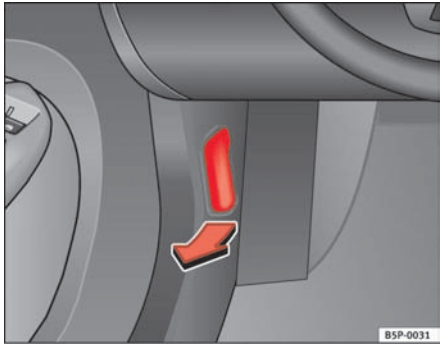

Fig. 142 Detail of foot-well area on driver's side: lever for unlocking the bonnet.
– To release the bonnet, pull the lever under the dashboard ⇒ fig. 142 in the direction indicated (arrow). The bonnet will be released by a spring action ⇒ ⚠.